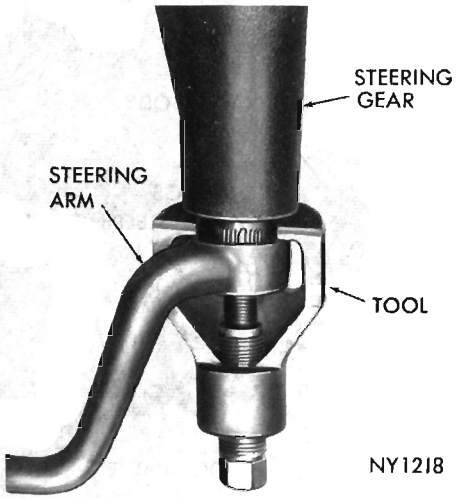

Fig. 4—Removing Steering Gear Arm
(1) Remove steering arm nut.
(2) Disconnect steering gear arm from sector shaft with Tool C-3646 (Fig. 4).
(3) Slide threaded adapter SP-3609 of Tool C-3880 over end of gear shaft and thread tool nut SP-3610 on gear shaft. Maintain pressure on threaded adapter with tool nut while screwing adapter far enough to engage metal portion of grease retainer. Place the two half rings SP-1932, and Tool retainer ring over both
(1) Disconnect battery ground cable.
(2) Remove steering column coupling to wormshaft roll pin.
(3) Raise carpet and remove three bolts in lower steering column support plate at floor pan.
(4) Remove three bolts attaching steering column bracket to instrument panel support. Save shim pack from between bracket forward leg and support for re-use during installation.
(5) Carefully pry lower coupling from steering gear wormshaft.
(6) Disconnect pressure and return hoses at steering gear valve. Fasten ends of hoses above oil level in pump.
(7) Remove gear shaft nut and washer and remove steering arm from gear shaft with Tool C-3646 (Fig. 4).